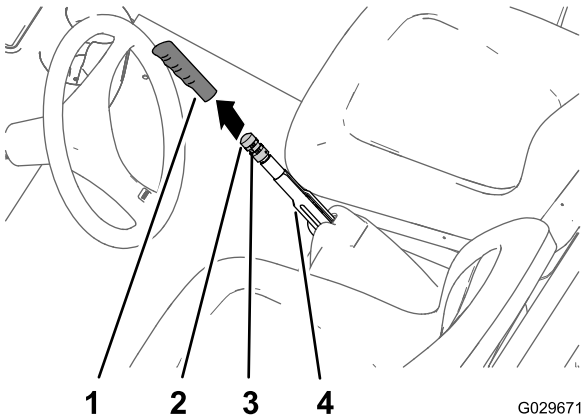

Figuur 70
1. Verwijder de handgreep van de parkeerremhendel (Figuur 70).
2. Draai de stelschroef los waarmee de knop voor de remafstelling is bevestigd aan de parkeerremhendel (Figuur 70).
3. Draai aan de knop voor remafstelling totdat een kracht van 133 tot 156 N·m nodig is om de parkeerremhendel in werking te stellen (Figuur 70).
4. Draai de stelschroef vast en plaats de handgreep (Figuur 70).
1. Verwijder de handgreep van de parkeerrem (Figuur 70).
2. Draai de stelschroef los (Figuur 70) waarmee de knop voor de remafstelling is bevestigd aan de parkeerremhendel. Stel de parkeerrem vrij en draai de knop voor de remafstelling los.
5. Draai aan de knop voor remafstelling (Figuur 70) totdat een kracht van 133 tot 156 N·m nodig is om de parkeerremhendel in werking te stellen.
C. Draai aan de knop voor remafstelling (Figuur 70) totdat een kracht van 133 tot 156 N·m nodig is om de parkeerremhendel in werking te stellen.
- Draai de stelschroef vast en plaats de handgreep (Figuur 70).